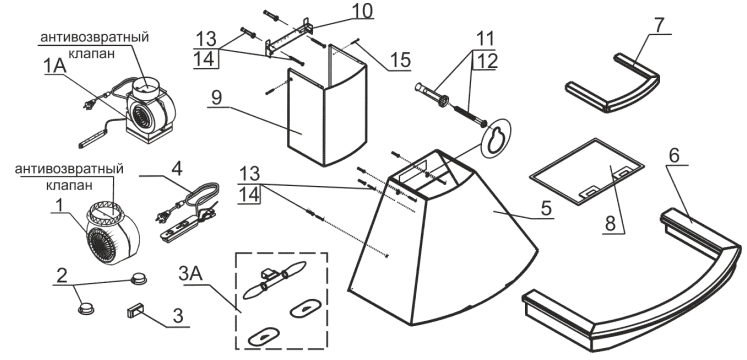

рис. 3
6.1* Прежде чем навесить кухонную вытяжку, необходимо верхнее деревянное обрамление (поз. 7, рис. 3) приклеить к корпусу вытяжки (поз. 5, рис. 3). Снимите защитную полосу с двухсторонней самоклеящейся ленты, которая наклеена на обрамлении и приклейте его к корпусу вытяжки.